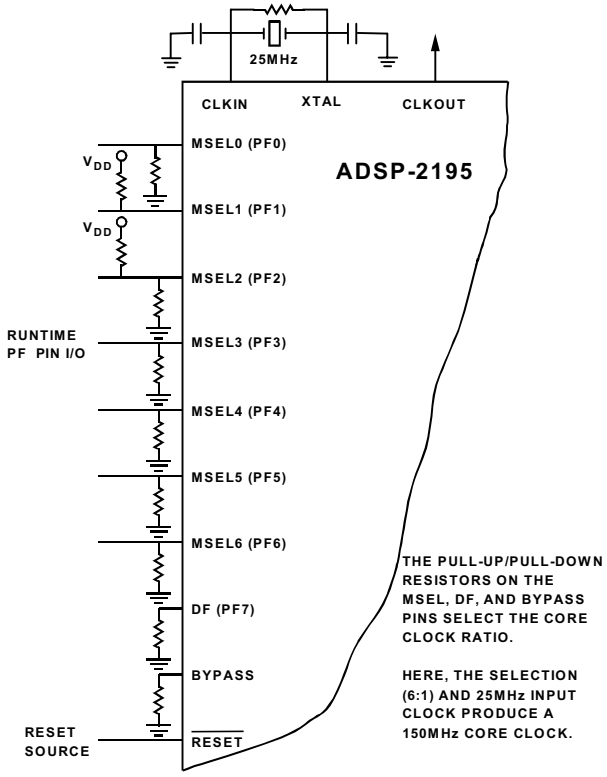

Figure 6. External Crystal Connections
The ADSP-2195 can be clocked by a crystal oscillator or a buffered, shaped clock derived from an external clock oscillator. If a crystal oscillator is used, the crystal should be connected across the CLKIN and XTAL pins, with two capacitors connected as shown in Figure 6. Capacitor values are dependent on crystal type and should be specified by the crystal manufacturer. A parallel-resonant, fundamental frequency, microprocessor-grade crystal should be used for this configuration.
The DSP provides a user-programmable 1× to 32× multiplication of the input clock, including some fractional values, to support 128 external to internal (DSP core) clock ratios. The MSEL6–0, BYPASS, and DF pins decide the PLL multiplication factor at reset. At runtime, the multiplication factor can be controlled in software. To support input clocks greater that 100 MHz, the PLL uses an additional input: the Divide Frequency (DF) pin. If the input clock is greater than 100 MHz, DF must be high. If the input clock is less than 100 MHz, DF must be low. The combination of pullup and pull-down resistors in Figure 6 set up a core clock ratio of 6:1, which produces a 150 MHz core clock from the 25 MHz input. For other clock multiplier settings, see the *ADSP-219x/2191 DSP Hardware Reference*.